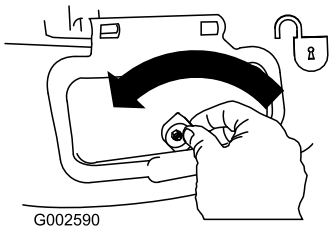

Figure 28
1. Unlock the side discharge door (Figure 28).